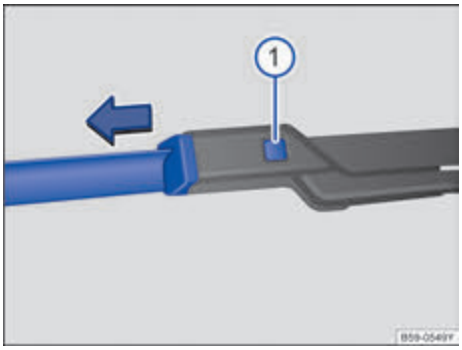

图 137 更换风窗刮水器刮水片
– 按住分离按钮→ 图 137 ① 同时沿图示箭头方向拉出刮水片。